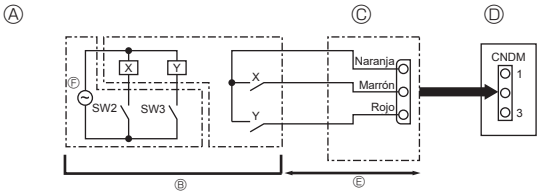

Fig. 8-2
8.2. Funcionamiento bajo demanda (modificación in situ) (Fig. 8-2)